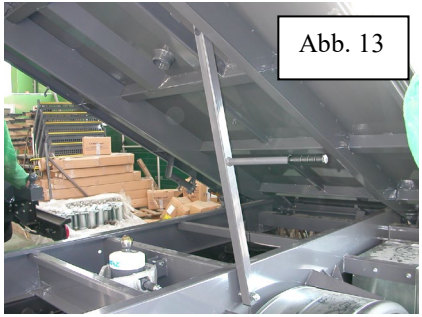

Abb. 13
- **Stütze für angehobene Ladefläche (Abb. 13):** wenn Arbeiten unter der angehobenen Ladefläche durchzuführen sind, immer die spezielle Stütze **NUR BEI LEERER LADEFLÄCHE** positionieren.